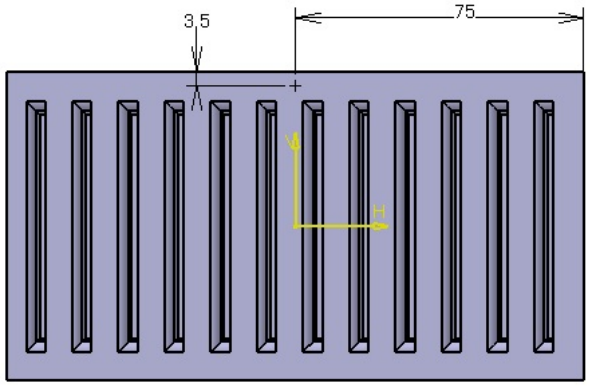

Figure 15-153 *Creating a point for the handle (Bridge feature)*
d. Create handles, refer to Figures 15-153 through 15-155.
1. Create a point on the bottom face of the base wall, as shown in Figure 15-153, and then exit the **Sketcher** workbench.